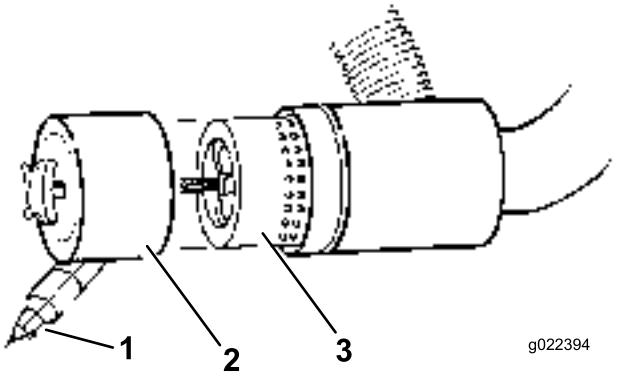

Rysunek 51
3. Usuń i wymień filtr (Rysunek 51).